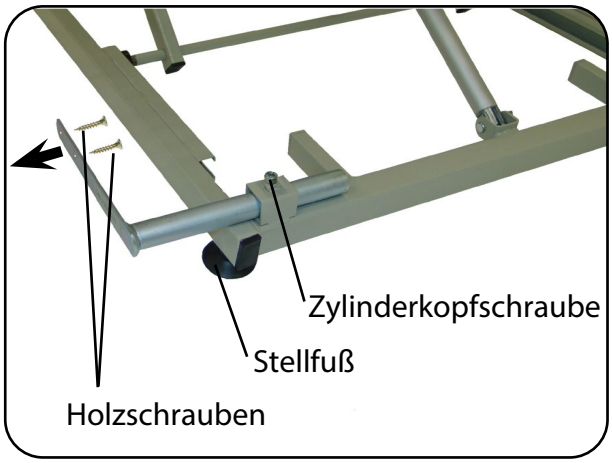

Abb. 6.3.01 - Bettrahmenbefestigung
2. Gleichen Sie gegebenenfalls Unebenheiten im Boden über die vier verstellbaren Stellfüße aus (Abb. 6.3.01).
4. Befestigen Sie die Bettrahmenbefestigungen, möglichst senkrecht, mit jeweils zwei Holzschrauben am Bettrahmen (Abb. 6.3.01). Prüfen Sie vorher, die Eignung der Holzschrauben (3,5 x 20) für Ihren Bettrahmen.
5. Fixieren Sie die Bettrahmenbefestigung, indem Sie die Zylinderkopfschrauben mit dem Innensechskantschlüssel fest ziehen (Abb. 6.3.01).